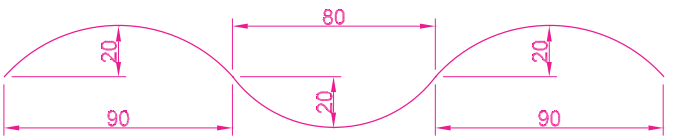

Fig. 15.39 First example – **3D Surface** – polyline to be extruded
1. In the **Top** view on a layer colour **magenta**, construct the polyline in Fig. 15.39.